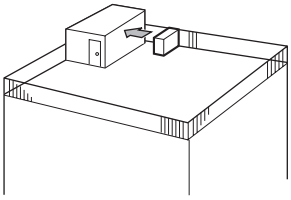

Fig. 2-3
1. Orienter la sortie d'air vers le mur le plus proche et à environ 500 mm, 19-11/16 pouces de celui-ci. (Fig. 2-3)